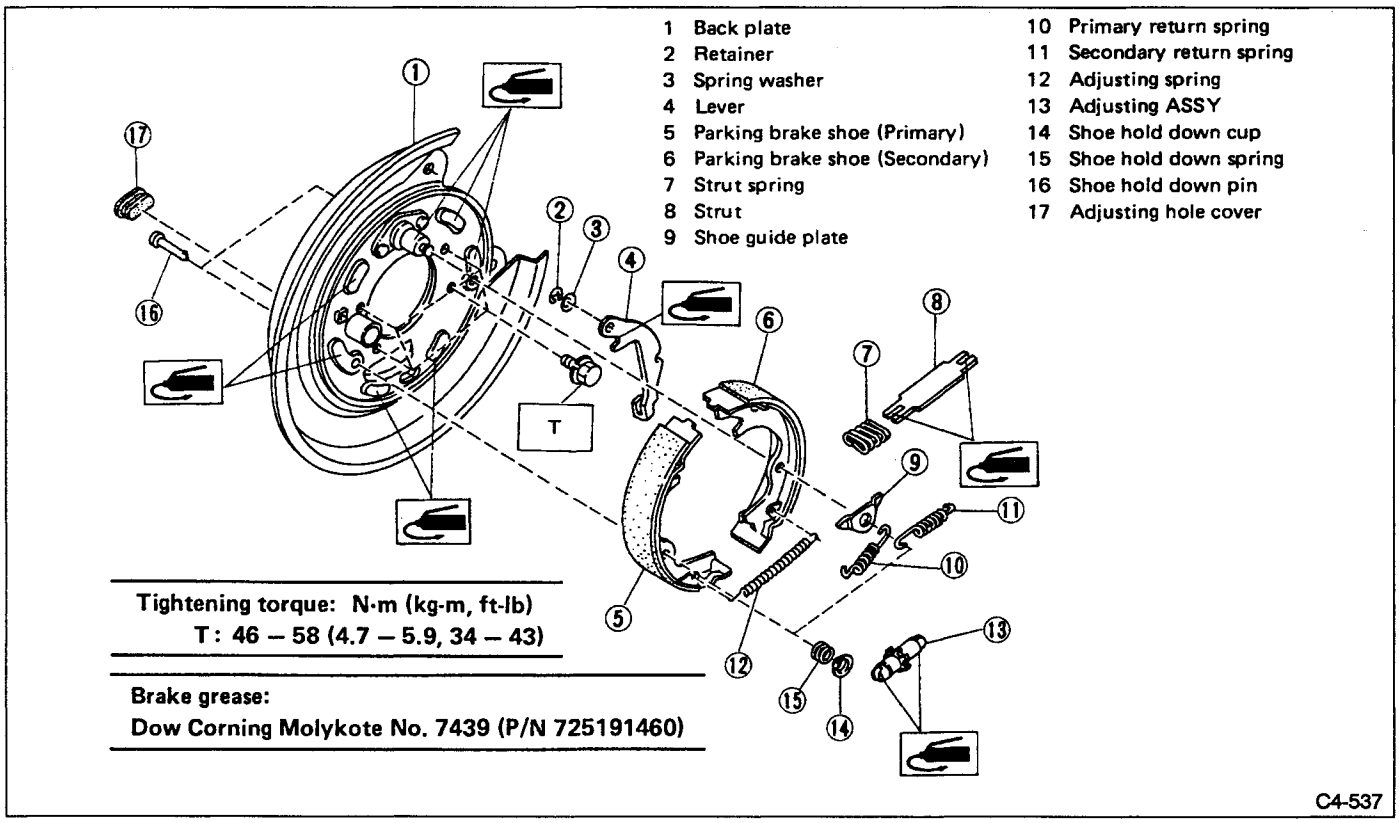

Fig. 77
1) Apply brake grease to the following places. (Refer to Figure 77.)